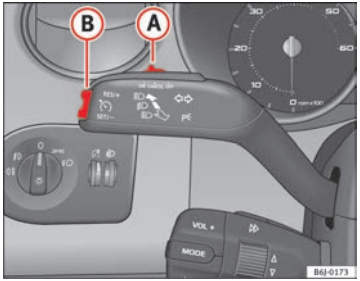

Fig. 105 Turn signal and main beam headlight lever: switch and rocker switch for the cruise control
– Press the lower part **SET** of the rocker switch ⇒ fig. 105 (B) once briefly when you have reached the speed you wish to set.